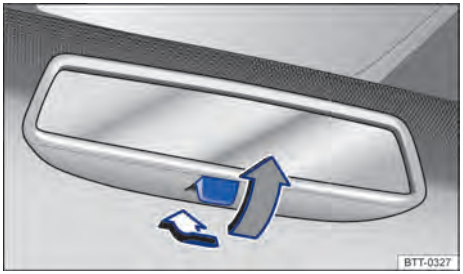

Fig. 79 En el parabrisas: espejo retrovisor interior antideslumbrante manual.
– Posición nocturna: tirar de la palanca → fig. 79 (flecha gris), para evitar el deslumbramiento de los faros de los vehículos que circulan detrás.